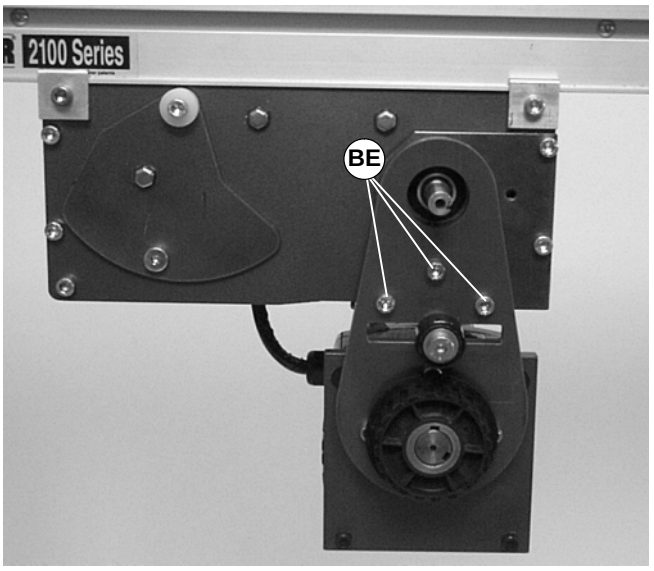

Abbildung 20
7. Drei Montageschrauben (3) (BE siehe Abbildung 20) abnehmen und Montagesatz für Getriebemotoren abnehmen.
HINWEIS: Bei der vertikalen Montage wurden zwei Schrauben (BE siehe Abbildung 20) in Schritt 7.